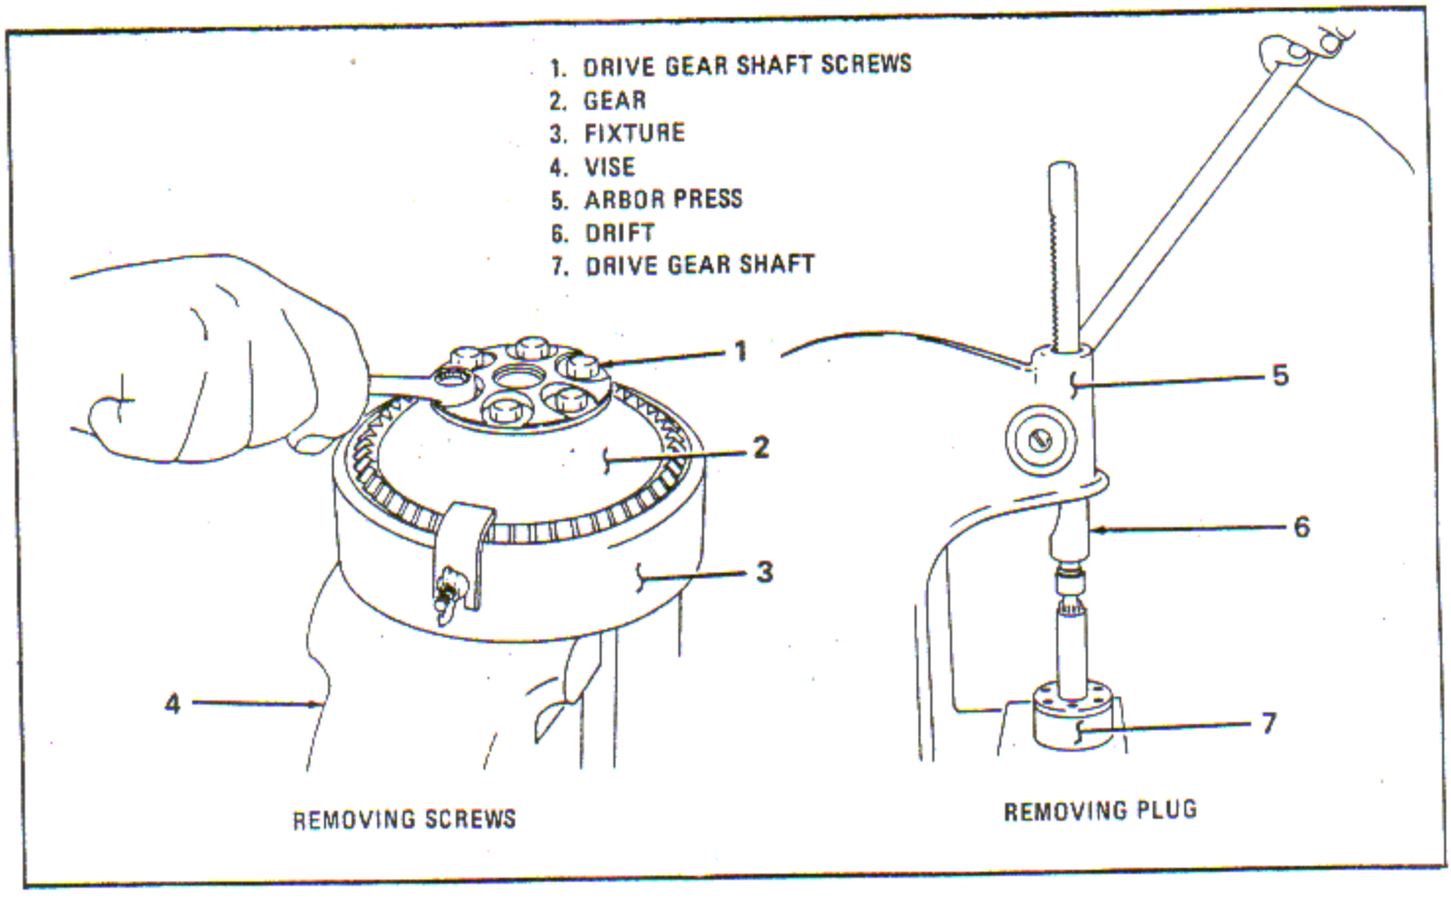

Figure 4-35. Removing Governor Drive Gear to Shaft Screws and Governor Drive Gear Shaft Plug
a. Place the governor drive gear (2, figure 4-35) and drive shaft assembly in fixture (3) and place the fixture in a vise (4). Remove the drive shaft plug retaining circlet.
b. Break the lockwire and remove the drive gear to shaft screws (1). Remove the gear (2), and shaft (7), from vise (4) and remove gear from shaft.
c. Press the drive gear shaft plug from the shaft (7), using drift (6), in an arbor press (5) as shown.